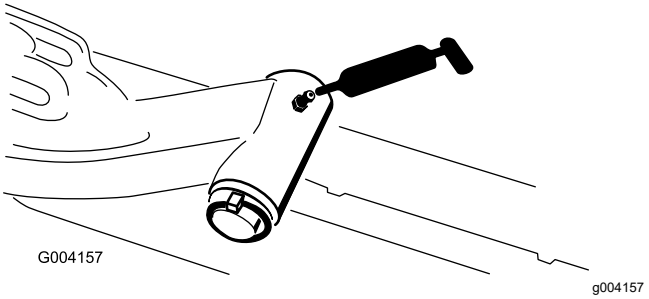

Figuur 73
- Draaias van hefarm (1) (Figuur 73)